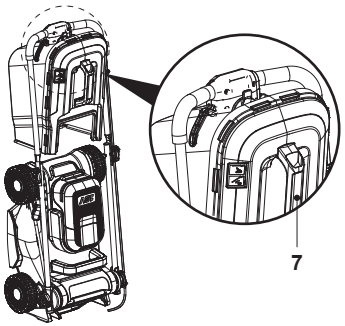

**Fig. 24**
8. Recomenda-se que guarde o corta-relva com o recipiente de recolha de relva (7) fixo ao corta-relva e o encaixe do triturador (23) instalado no corta-relva (Fig. 24).